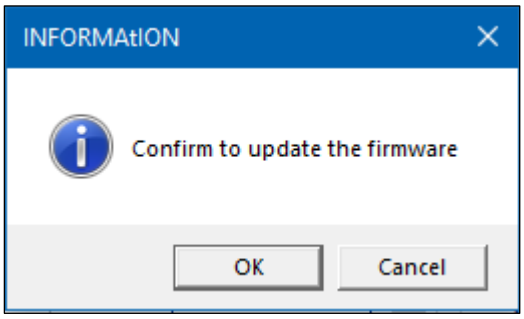

Figure 23. Confirm to Update Firmware Pop-Up
2. When the following confirmation message pops up as shown in Figure 23 below, click **OK** to start the firmware update process.